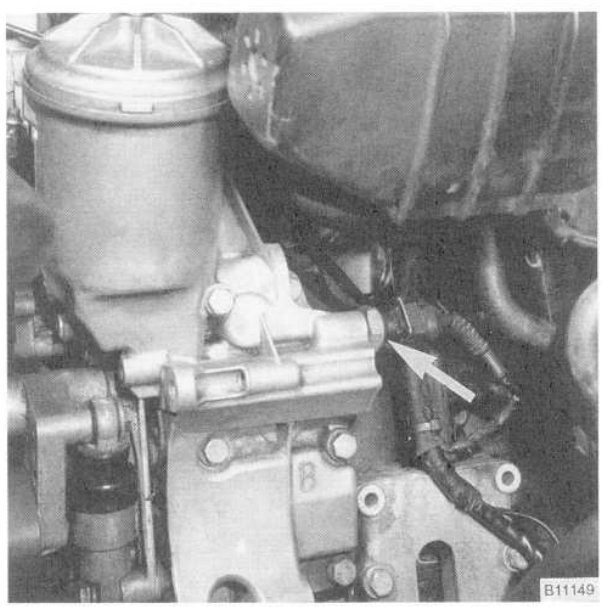

Fig. 1. Oil pressure switch location (**arrow**) on M50 engine. Switch locations vary depending on engine.
1. Disconnect the harness connector from the oil pressure switch. Thoroughly clean around the switch and then remove it. See Fig. 1. Install in its place an oil pressure gauge.